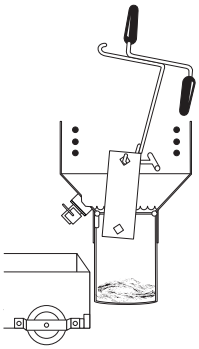

Рисунок 7
8. Наденьте защитные перчатки и снимите нагревательную пластину с фритюрницы (рисунок 7).